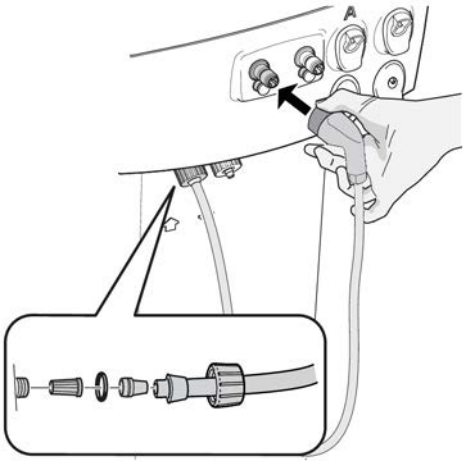

Figure 2-3. Dialyzer connector set, red
2) Attach the dialyzer connector set according to Figure 2-3 “Dialyzer connector set, red” on page 23.
3) Fasten the dialyzer connector set to the machine according to Figure 2-3 “Dialyzer connector set, red” on page 23.